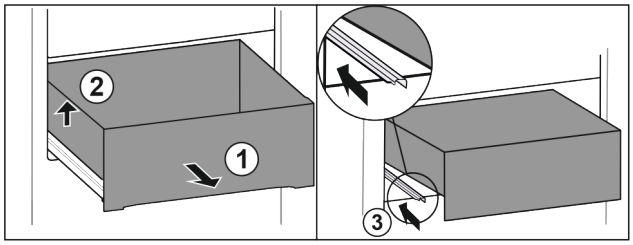

Fig. 106
▶ Pull out drawer as far as it will go. *Fig. 106 (1)*
▶ Lift drawer on the left. *Fig. 106 (2)*
▶ Insert left rail. *Fig. 106 (3)*